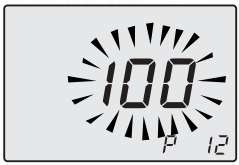

Fig. 7.44
- Scroll the various parameters using keys 15 or 16 until the letters **P12** are displayed on the LCD display and the value of the parameter (100=Activ A Plus 16S and Activ A Plus 25S), indicating that ”parameter 12” (Fig. 7.44) has been activated.